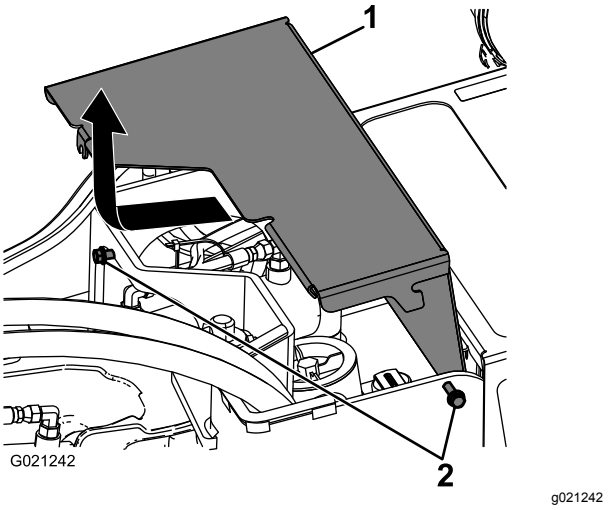

Figur 24
3. Lossa de två skruvarna som fäster det främre locket vid maskinen (Figur 24).
4. Dra locket framåt något och uppåt för att ta bort det (Figur 24).
5. Montera det främre locket genom att skjuta det på plats och dra åt de två skruvar som du lossade tidigare (Figur 24).